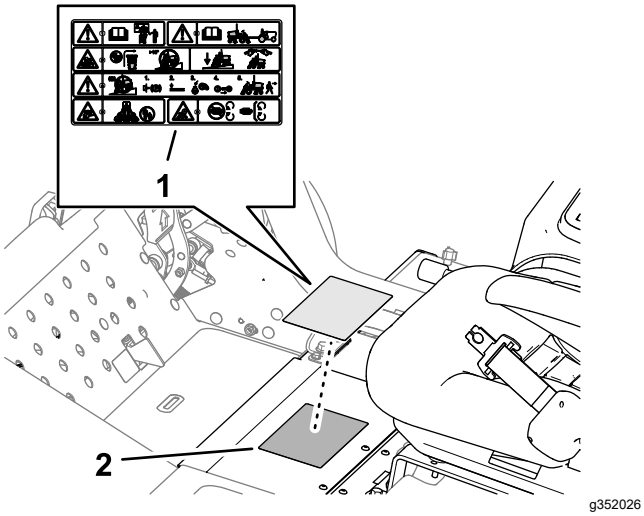

Figur 24
1. Torka av standardvarningsdekalen med alkohol och låt ramen torka (Figur 24).
2. Ta bort skyddspapperet och fäst CE-varningsdekalen (artikelnr 138-1186) över standardvarningsdekalen enligt Figur 24.